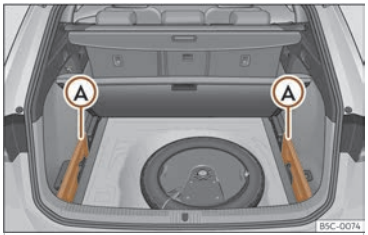

Fig. 190 In the luggage compartment: space to store the retractable shelf.
- Remove the left and right covers ››› **Fig. 190** Ⓐ.